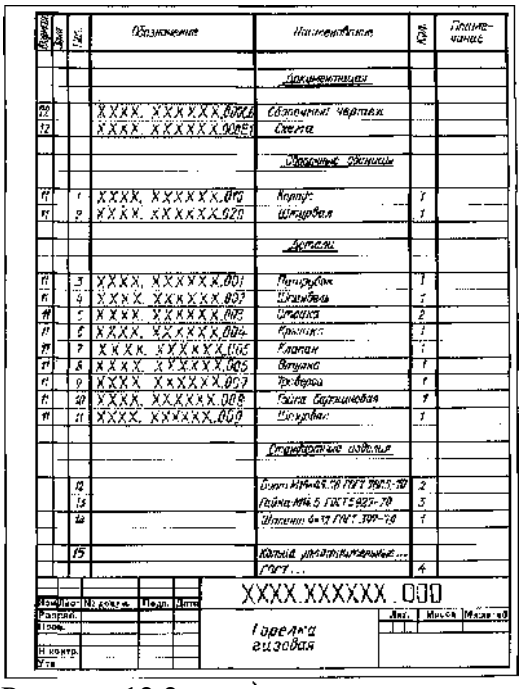
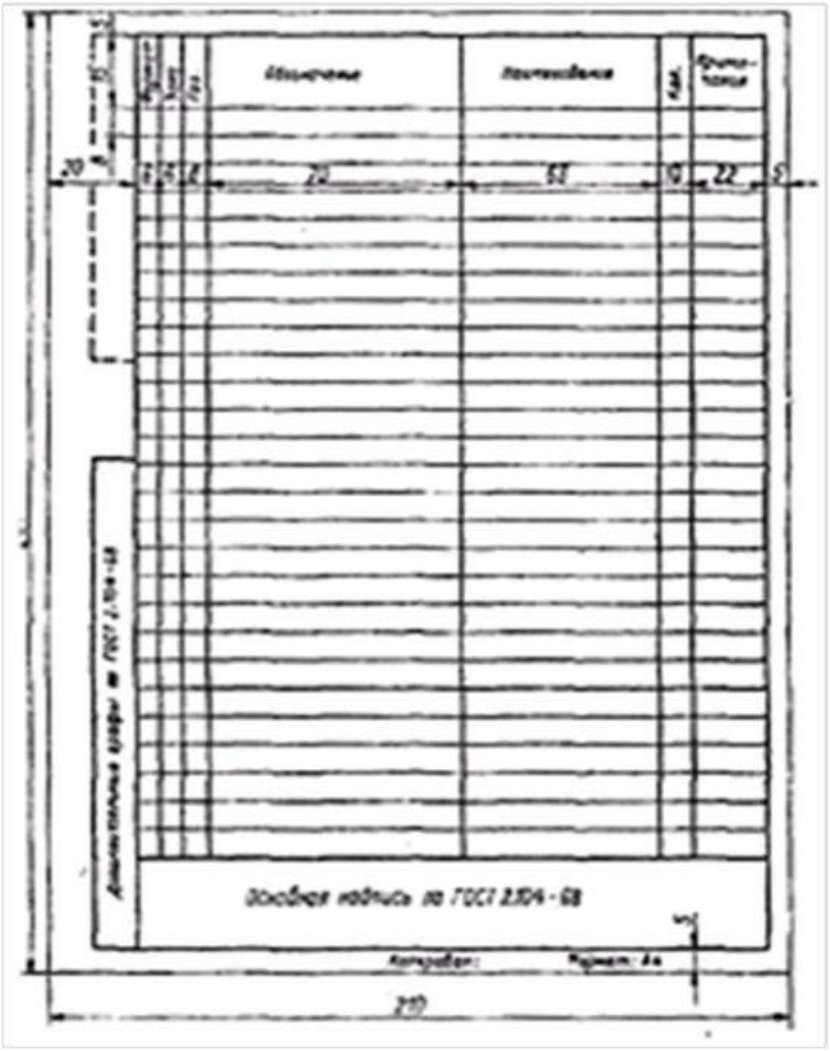

Рисунок.12.2.
Рис. 12. 2
По сборочным чертежам можно представить взаимосвязи составных частей и способы соединения деталей (рис.12. 1). Состав изделия определяется спецификацией (рис.12.2).
3. На отдельном листе выполняют спецификацию изделия (лист формата А4 (рис. 12. 2).
Спецификация, форма 2А (Рис.12. 2)